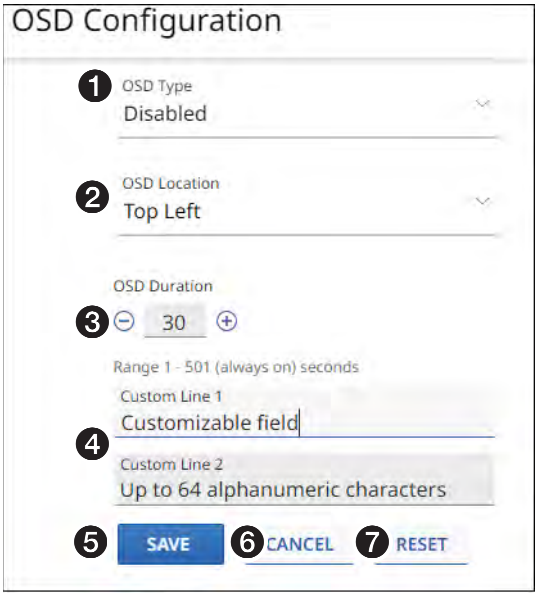

Figure 25. OSD Configuration Pane
This pane shows the options for the OSD and screen saver on the Loop Thru port (see **figure 2**, Ⓑ) and streamed outputs. If you change any setting, either directly or by clicking **RESET** (see figure 25, ❼), the SAVE button (❺) becomes selectable. Click **SAVE** to take change or **CANCEL** (❻) to abandon the changes. Clicking either button closes the dialog box.
❸ **OSD Duration** (see **figure 25**, available only when OSD Type is NOT **Disabled** [see ❶]) — Click in the **Duration** field and edit it as desired or click ⊕ or ⊖ to increment or decrement the delay (in seconds) the screen saver stays active and streaming, before muting sync to a display. The valid range is from 1 to 500 (seconds) or 501 Always on.